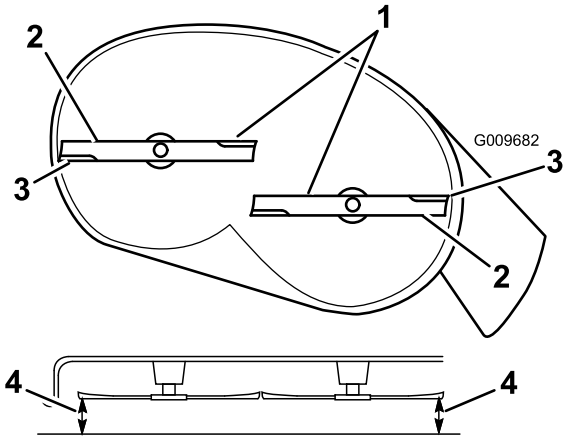
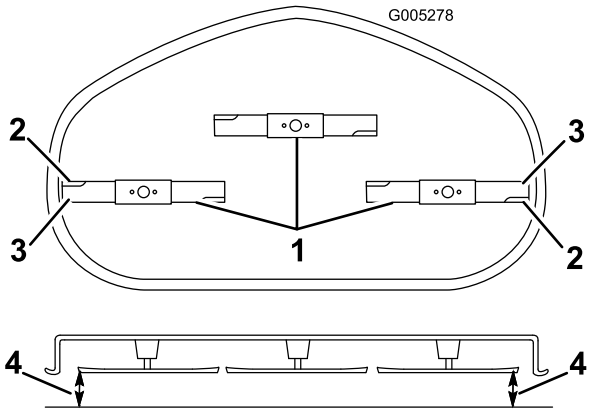

Figur 57
Figur 58
4. Rotera försiktigt knivarna så att alla är parallella (Figur 57 och Figur 58).
5. Mät mellan de yttre knivseggarna och den plana ytan (Figur 57 och Figur 58). Om inte båda mätningarna är inom 5 mm krävs en justering. Fortsätt med denna procedur.